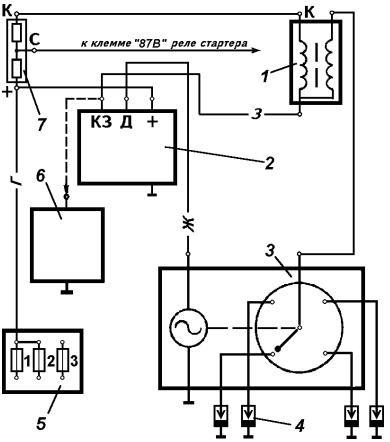

Рис. 8.2. Схема бесконтактной системы зажигания:
Бесконтактная батарейная система зажигания (рис. 8.2) "Искра-УАЗН" включает в себя приборы:
- соединять приборы БСЗ по схеме, отличной от схемы, приведенной на рис. 8.2;